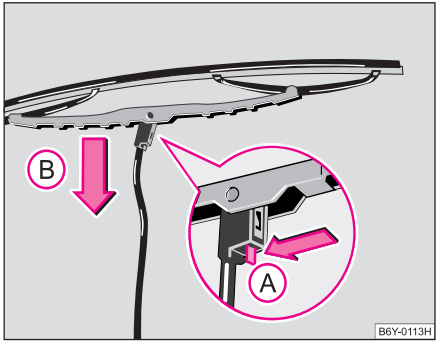

Fig. 43 Lamela ştergătorului de parbriz
– Ridicați brațul ştergătorului de pe lunetă şi poziționați lamela astfel încât să formeze un unghi drept cu brațul ştergătorului ⇒ fig. 43.
– Apăsați arcul de siguranță în sensul săgeții (A) şi apăsați concomitent lamela în sensul săgeții (B) ⇒ ⚠.